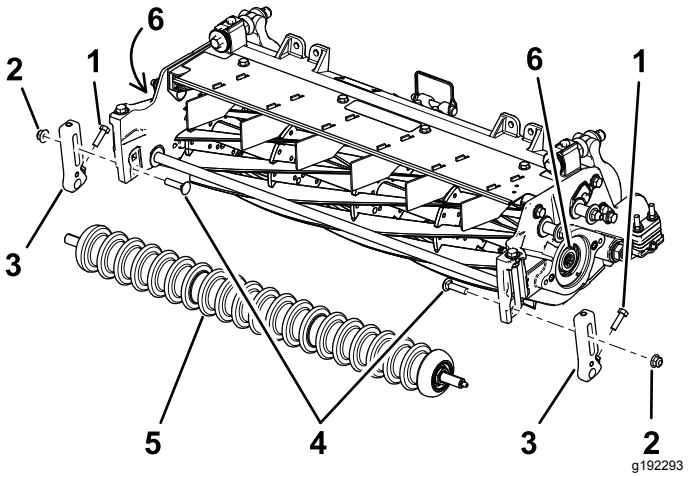

Рисунок 3
2. Выверните каретные болты и контргайки, которые крепят кронштейны высоты скашивания (НОС) к боковым пластинам режущего блока (Рисунок 3).
3. Ослабьте винты крепления кронштейнов высоты скашивания к валу переднего валика (Рисунок 3).
4. Снимите имеющиеся кронштейны высоты скашивания и передний валик с боковых пластин режущего блока (Рисунок 3).
6. Снимите и удалите в отходы имеющиеся шлицевые вставки с каждого конца вала барабана, используя инструмент для ведущего вала барабана (№ по каталогу TOR4074 для 7-дюймового барабана). См.Рисунок 3